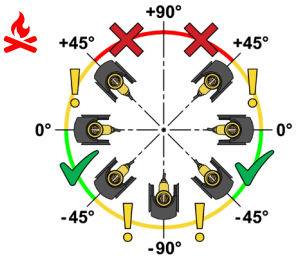

Fig.7
- **Modèles avec débit nominal de 3,5 à 100 m³/h:** le débitmètre peut être orienté avec des inclinaisons comprises entre 45° et -90°. En particulier, une orientation avec un angle compris entre -45° et -90° est autorisée si l'absence d'impuretés et de saletés à l'intérieur du fluide caloporteur a été vérifiée. Une orientation avec un angle compris entre 45° et 0° est autorisée en cas d'absence d'air à l'intérieur du fluide caloporteur (***Fig.7***).